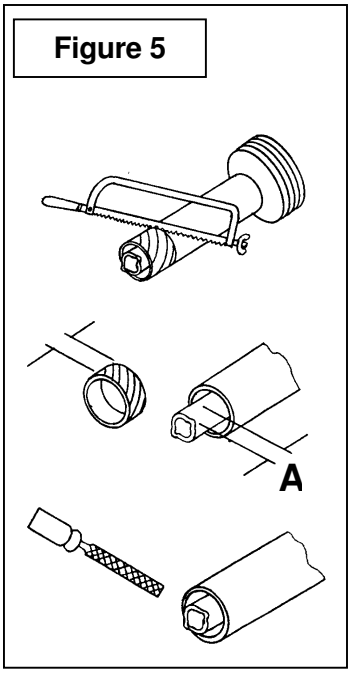

Figure 5
5. Cut the guard a second time leaving the same distance between the end of the guard and the end of the shaft as existed before. To obtain the proper distance "A" shown on Figure 5, cut the guard according to the following table: